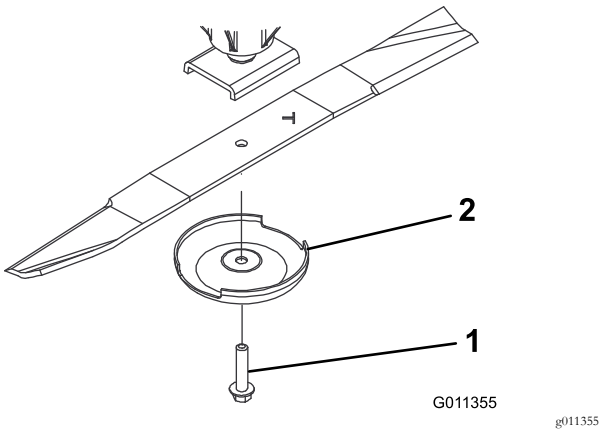

**Figura 65**
2. Afferrate l'estremità della lama con un cencio o un guanto bene imbottito. Togliete il bullone, la coppa antistrappo e la lama dall'asse del fusello (Figura 65).
3. Montate la lama con la costa rivolta verso il piatto di taglio, servendovi della coppa antistrappo e del bullone della lama (Figura 65) Serrate il bullone della lama a un valore compreso tra 115 e 149 N·m.
**Se continuate ad usare la lama usurata, si forma una scanalatura tra la costa e la sezione piatta della lama (Figura 65). Alla fine, un pezzo di lama può staccarsi e venire lanciato dal sottoscocca, con il rischio di ferire gravemente voi o gli astanti.**